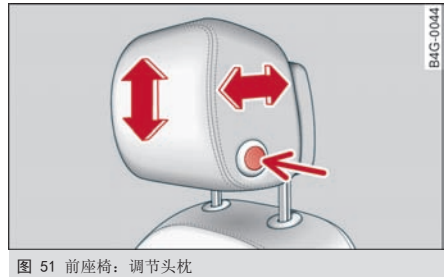

图 51 前座椅：调节头枕
▶ 如要向下/向后调节头枕，请按压侧面按钮 – 箭头 – ⇨ *图 51* 并推移头枕，直至感觉到其卡止。